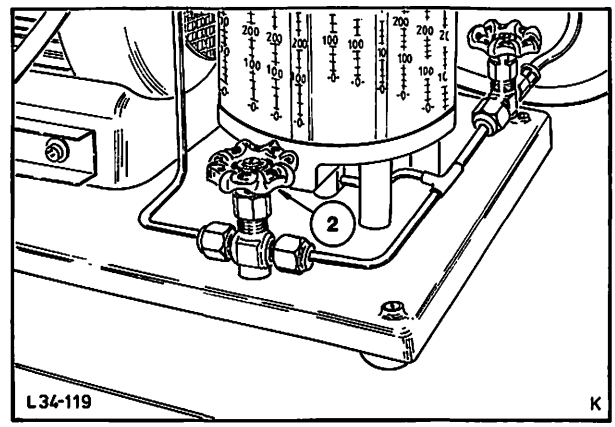

Abb. 32 Füllventil (2)
18. Füllventil (2), Abb. 32, langsam öffnen. Kältemittel einströmen lassen, bis sich der Stand im Füllzylinder nicht mehr verändert.